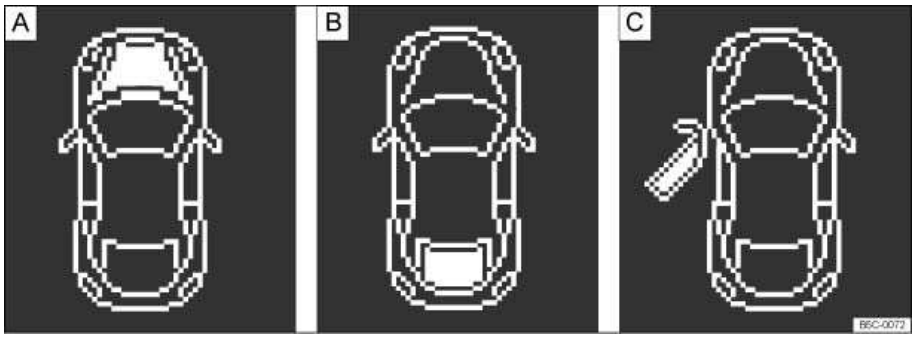

Fig. 16 In the instrument cluster display: A: Open engine hood, B: Open luggage compartment lid, C: Open driver door.
- Open door, engine hood, or luggage compartment lid ⇒ fig. 16